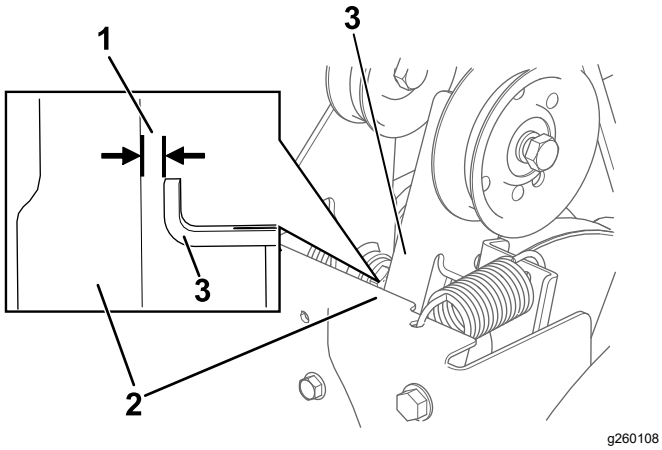

Figure 35
3. Lorsque le levier de commande de la vis sans fin/turbine est désengagé, vérifiez qu'un écart de 1,5 mm (1/16 po) existe entre le bras d'embrayage de la vis sans fin et le cadre de la machine, comme montré à la Figure 35.